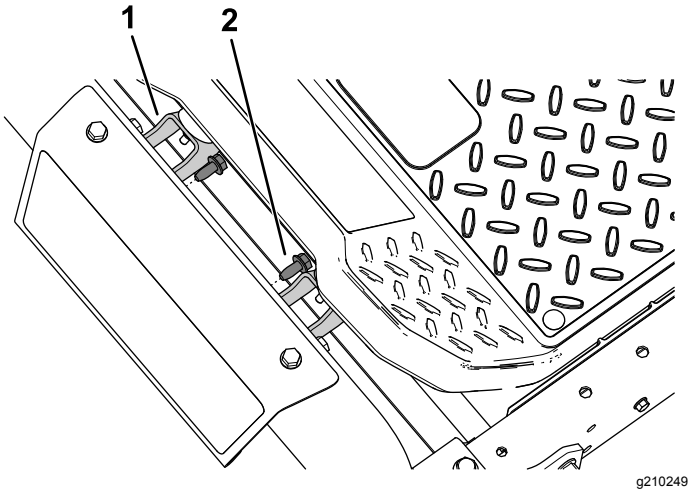

Figuur 1
1. Als uw machine over een **MyRide™-platform** beschikt, verwijder dan de 2 aanwezige zelftappende schroeven (5/16 x ¾) waarmee de bumperbeugels bevestigd zijn (Figuur 1).